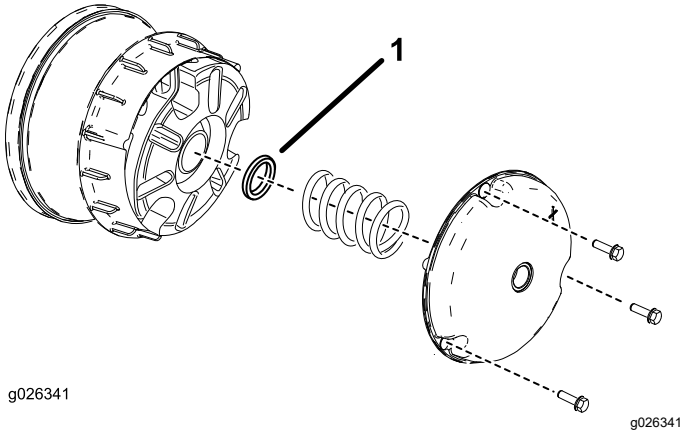

Figuur 65
2. Verwijder de bouten waarmee de kap van de primaire koppeling is bevestigd zoals getoond in Figuur 65.